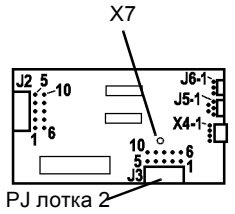

Рисунок 14 PWB управления лотка
e. Подсоедините красный щуп мультиметра к J2-7 PWB управления лотка 1 (Рисунок 14) .
h. Подсоедините красный щуп мультиметра к J3-7PWB управления лотка 1 (Рисунок 14).